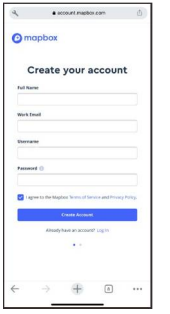

Figure 1
2.2 Enter account information.(See Figure 1)